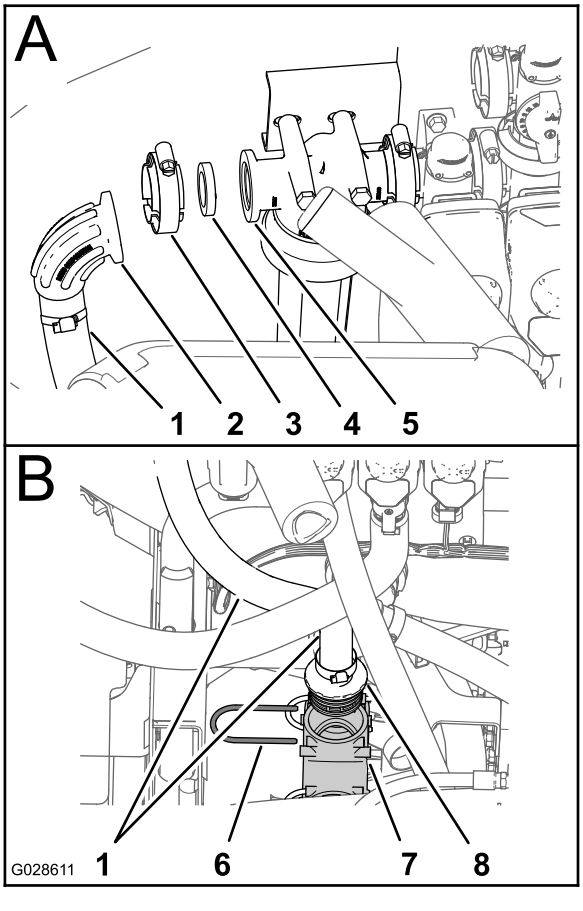

Rysunek 17
1. Zdejmij obejmę kołnierza, uszczelkę, kolanko i wąż wlotowy z głowicy filtra ciśnieniowego (A na Rysunek 17).
2. Zdejmij element ustalający mocujący króciec prosty węża wlotowego do dolnego trójnika układu zraszacza i zdejmij wąż wlotowy z maszyny (B na Rysunek 17)